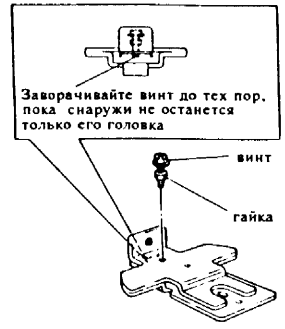

Рис.8. Временное заворачивание винта, предотвращающего подъем.
(16) Временно заверните винт с гайкой из набора, предотвращающие подъем опоры противовеса (рис.8.).